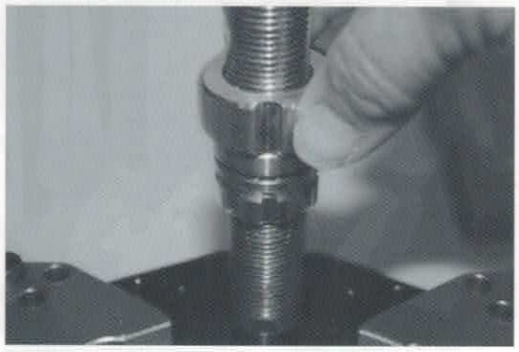

Figure 14
4. Turn the carriage nut clockwise ensuring when you complete your adjustment that the slot in the carriage nut aligns with one of the slots on the anitbacklash nut. (Figure 14)